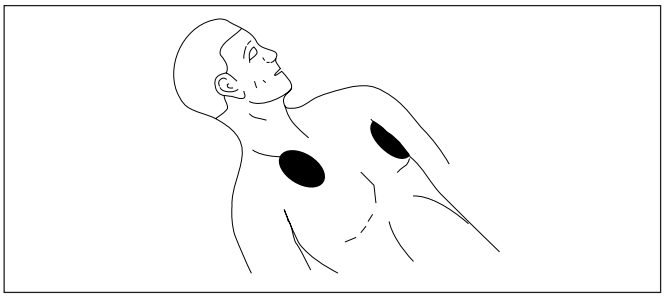

Bild 5-2. Aufsetzen der Defibrillationselektroden (Rückenlage)
- setzen eine Elektrode im rechten 2. ICR neben dem Brustbein auf (entspricht der Abnahmestelle C1) und die andere auf die linke Axillarlinie (Abnahmestelle C6) (Bild 5-2).